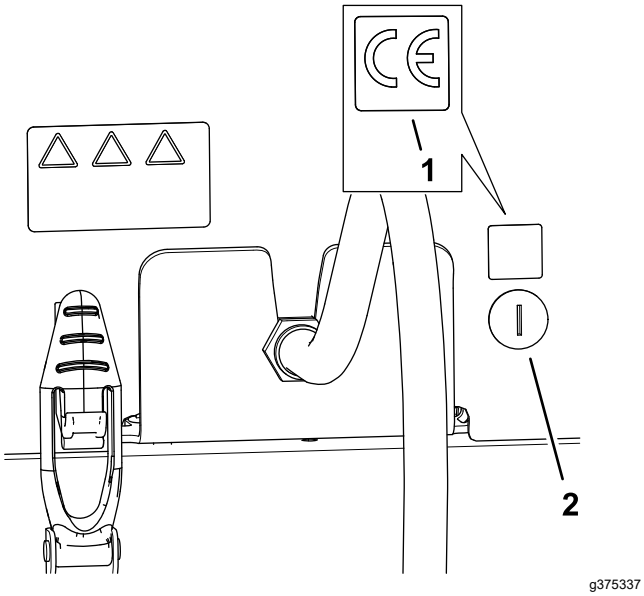

Figura 34
1. Folosii alcool sanitar i o lavetă curată pentru a curăa zona capotei din apropierea clichetului capotei i lăsai capota să se usuce (Figura 34).